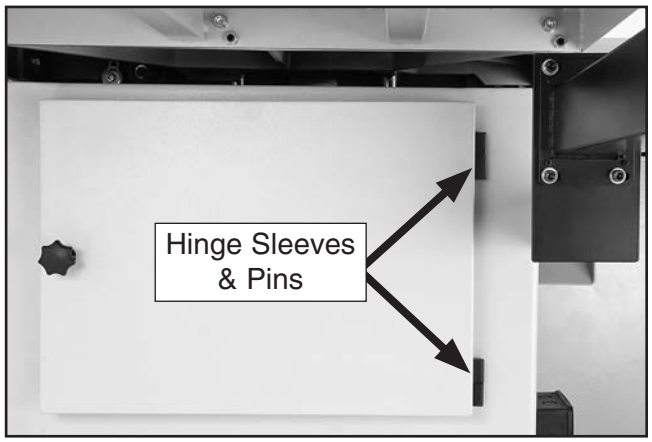

Figure 25. Cabinet door attached on hinges.
10. Attach the cabinet door by sliding hinge sleeves over pins of already attached hinge (see **Figure 25**).